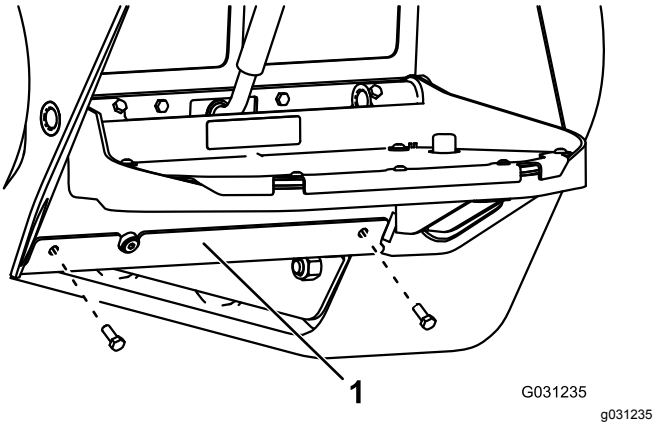

Rysunek 69
4. Wykręć 2 śruby mocujące osłonę dolną i zdejmij ją (Rysunek 69).
8. Zamontuj osłonę dolną (Rysunek 69).